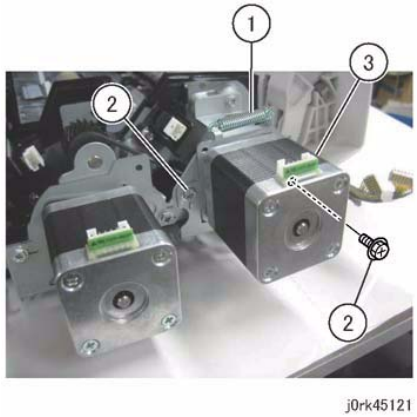

Figure 1 DADF Reg Motor
10. Remove the DADF Registration Motor. (Figure 1)